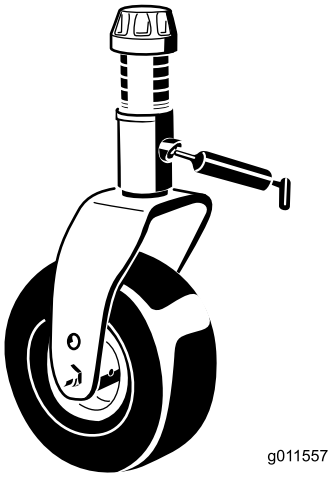

Figur 47
- Bussning på hjulgaffelns axel (1) (Figur 47)
- Mellandrevsarmens vridfästebussningar (1) (på mellandrevsarmen)